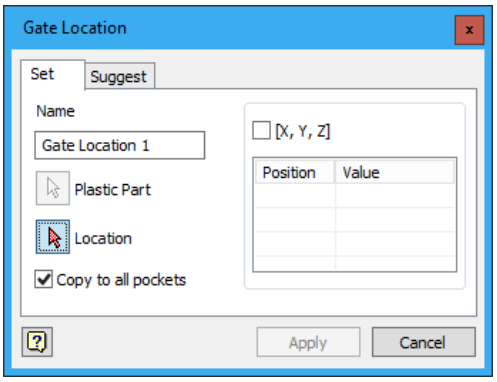

Figure 19-65 *The* ***Gate Location*** *dialog box*
2. Choose the **Gate Location** tool from the **Plastic Part** panel in the contextual tab; the **Gate Location** dialog box is displayed, as shown in Figure 19-65.